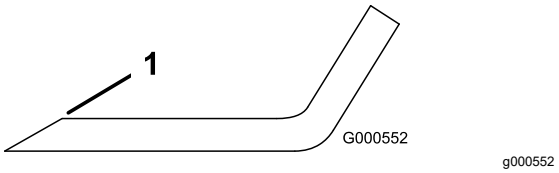

Figura 88
1. Utilice una lima para afilar el filo de corte en ambos extremos de la cuchilla (Figura 88).
Nota: Si la cuchilla no está equilibrada, rebaje algo el metal en la parte de la vela solamente con una lima (Figura 88).